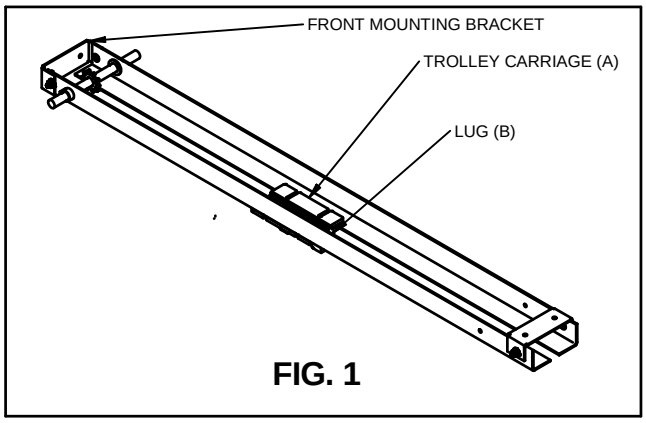
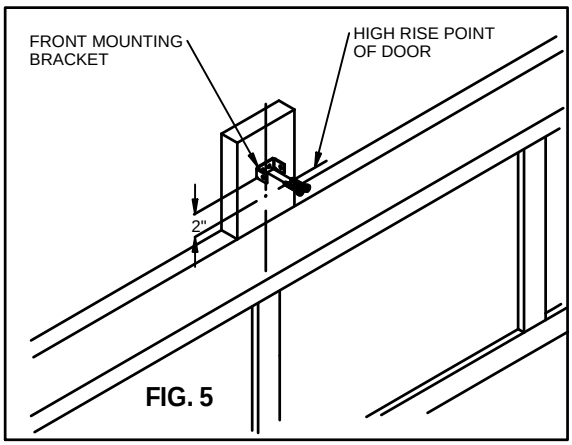

FIG. 1
FIG. 5
Slide trolley carriage (A), Fig. 1, all the way forward on the rail assembly with lug (B) facing the open end of the rails and within 6" of front mounting bracket.
Remove front mounting bracket (See Fig. 1) from rail assembly and install on front wall above spring assembly, Fig. 5. If headroom permits, bottom edge of bracket should be 2 inches above high rise point marked on header. Secure bracket to wall using either lag screws or self tapping screws furnished in hardware package.